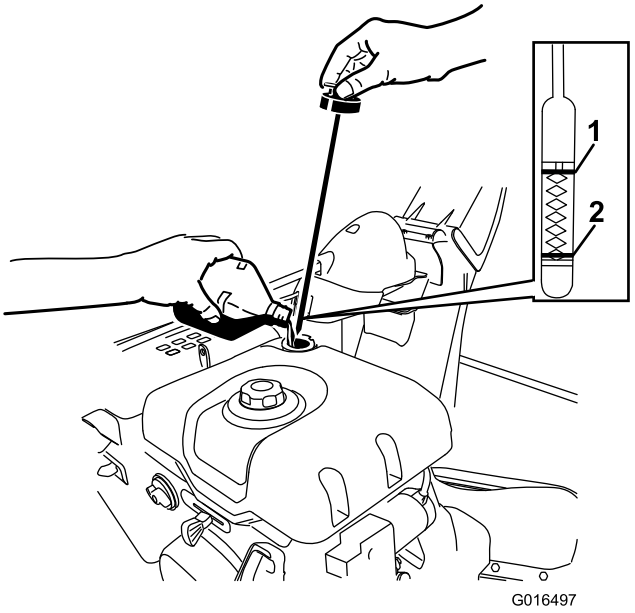

Figur 42
2. Fjern målepinden, og kontroller oliestanden (Figur 42). Hvis oliestanden er under mærket Add (fyld på), skal du påfylde olie. Se afsnittet Påfyldning af olie på motoren.